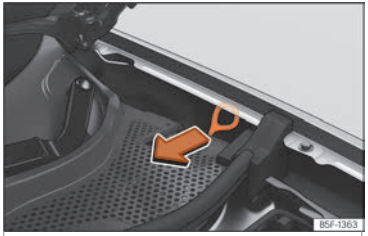

Fig. 213 Entre la aleta izquierda y la bisagra del capó del motor: Tirador para el desbloqueo manual de emergencia del conector de carga.
El tirador para el desbloqueo manual de emergencia se encuentra en el lado izquierdo del compartimento del motor , encima de la toma de carga ››› fig. 213.
- Tire del tirador ››› fig. 213.